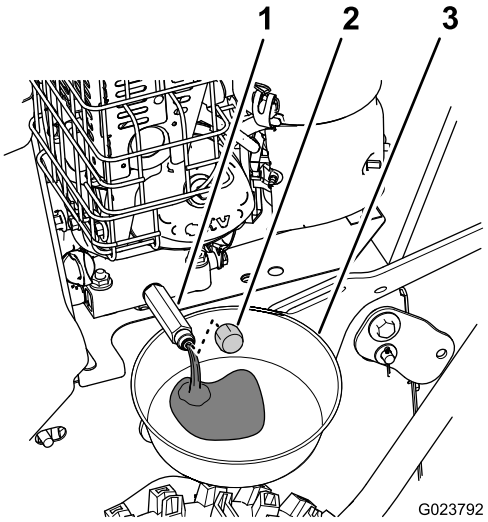

Figur 26
1. Ställ ett kärl under avtappningskopplingen och ta bort locket (Figur 26).